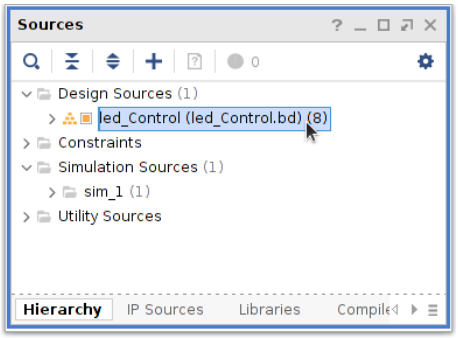

Figure 8: Create HDL Wrapper
17. Go to **Sources** tab and Right-Click on the **.bd** file(e.g. led_Control.bd) and click **Create HDL Wrapper**. Refer figure 8.